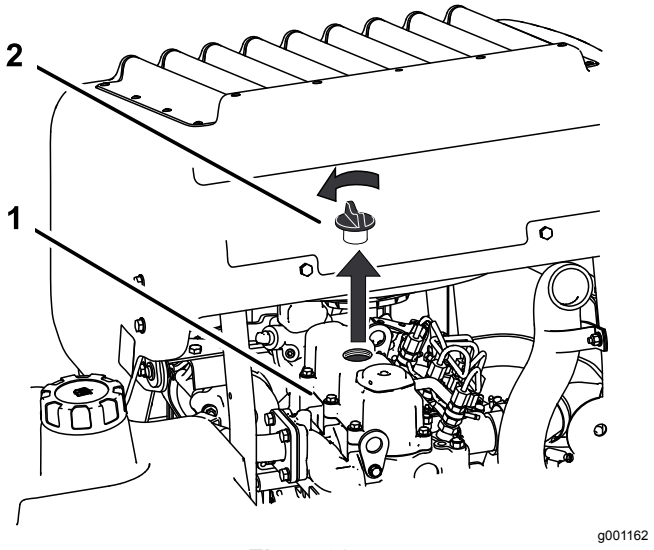

Figur 68
6. Ta bort oljepåfyllningslocket på motorns ovansida (Figur 68).
2. Ta bort oljepåfyllningslocket och oljestickan (Figur 68).